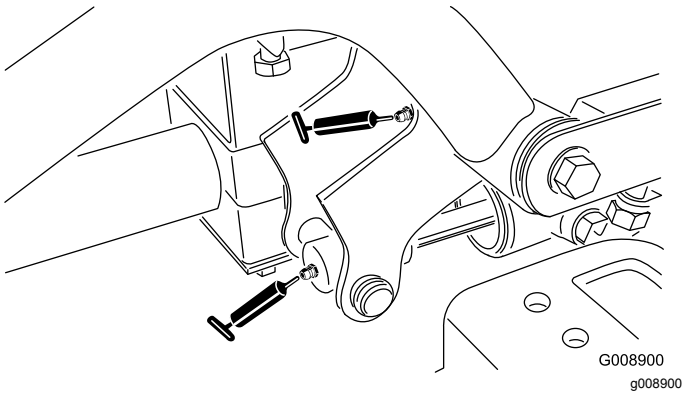

Figuur 55
- Draaipunt van voorste hefarm rechts en hefcilinder (2) (Figuur 55)